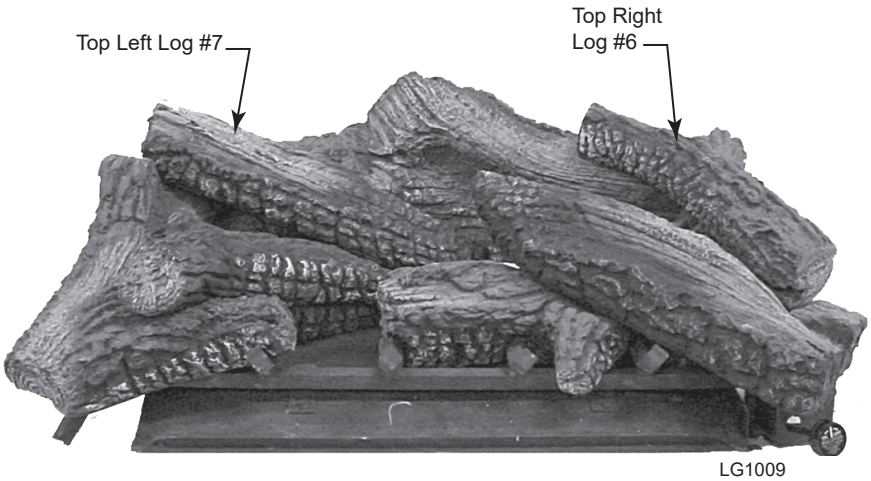

Figure 40
6. Place top right log (#6) on middle right log and back log. *Figure 40*
7. Place top left log (#7) on bottom left log and middle left log. *Figure 40*